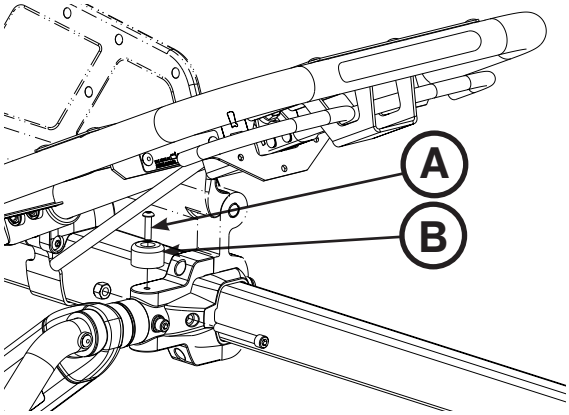

Figure 81
3. À l’aide d’un tournevis Torx T25, retirer la vis d’assemblage à tête ronde (A) et le pare-chocs noir (B) du côté où la ridelle doit être remplacée (Figure 81). Conserver la vis et le pare-chocs pour les réinstaller.